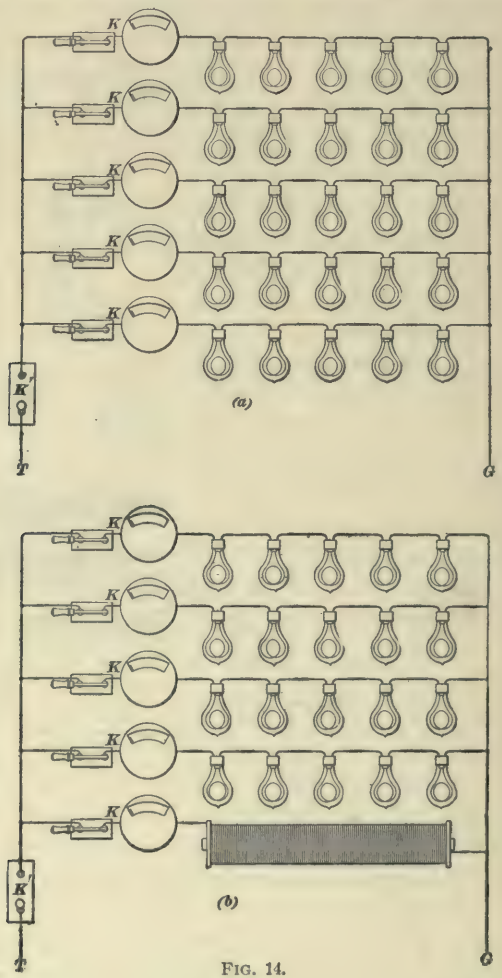

FIG. 14.
**18.** Fig. 14 (*a*) and (*b*) will help give an idea as to why this is so. In Fig. 14 (*a*), there are 5 rows of lamps, 5 lamps per row, across a 500-volt street-railway circuit. Now, if a
circuits can be opened, and there will be no arc to speak of. In Fig. 14 (*b*), however, one row of lamps has been replaced by a coil of wire having an iron core, so that the self-induction is high; upon closing the line switch this time, the meters in the lamp circuits will at once register full value, but the needle of the meter in circuit with the coil will be seen creep up to full value slowly, although the ohmic resistance of the coil may be the same as that of a lamp circuit. This is because the current has to fight its way against the self-induction of the coil. This goes to show why the blow coil might not be ready for business soon enough when the power drum is operated rapidly. Again, when the coil circuit is opened at *K*, quite a long arc is seen; this is also due to the self-induction of the coil.